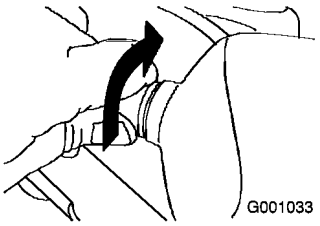

Bild 58
2. Drehen Sie den Sockel der Glühbirne nach links, bis er stoppt (Bild 58).